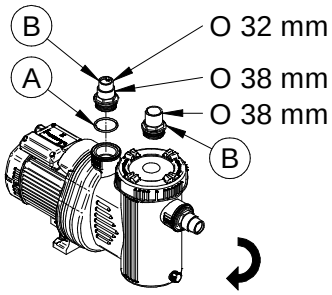

Fig. 23
1. Setzen Sie den O-Ring (Fig. 23, # A) in die Schlauchhalterungen ein (Fig. 23, # B).
2. Schrauben Sie die beiden Schlauchhalterungen (Fig. 23) an die *Ansaugung* und an den *Auslass* der *Pumpe* an.